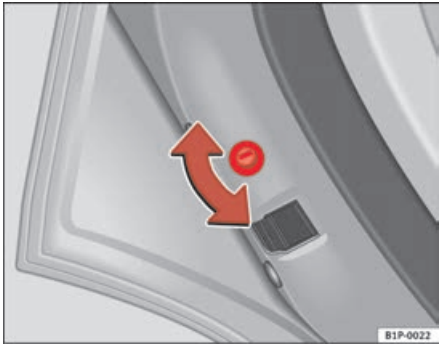
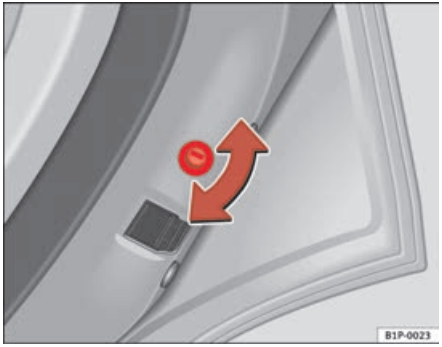

Fig. 44 Child safety lock on the left hand side door
Fig. 45 Child safety lock on the right hand side door
– With the door open, rotate the groove in the door using the ignition key, anti-clockwise for the left hand side doors, and clockwise for the right hand side doors ⇒ page 74, fig. 44, ⇒ page 74, fig. 45.
– With the door open, rotate the groove in the door using the ignition key, anti-clockwise for the right-hand side doors, and clockwise for the left-hand side doors ⇒ page 74, fig. 44, ⇒ page 74, fig. 45.